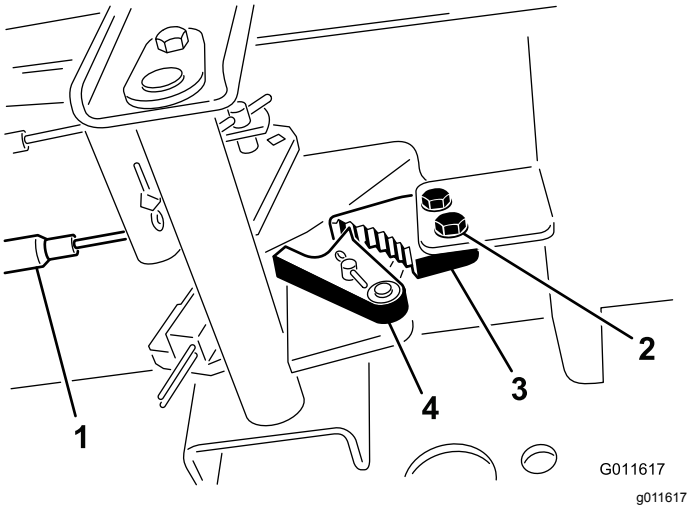

Figur 96
1. Lossa de två skruvar som håller fast parkeringsbromsens spärrhake på ramen (Figur 96).
2. Tryck parkeringsbromspedalen framåt tills bromsspärren griper in helt i parkeringsbromsens spärrhake (Figur 96).